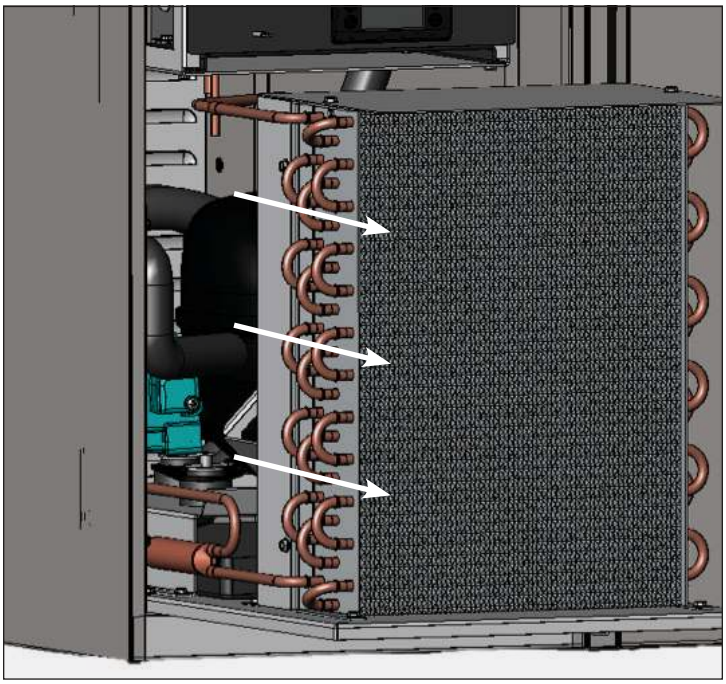

***Fig. 7.*** Carefully slide the condensing unit out.
8. Carefully slide the condensing unit out (tubing connections are flexible). See fig. 7. Gently blow compressed air or $CO_2$ through the coil until it is clean.